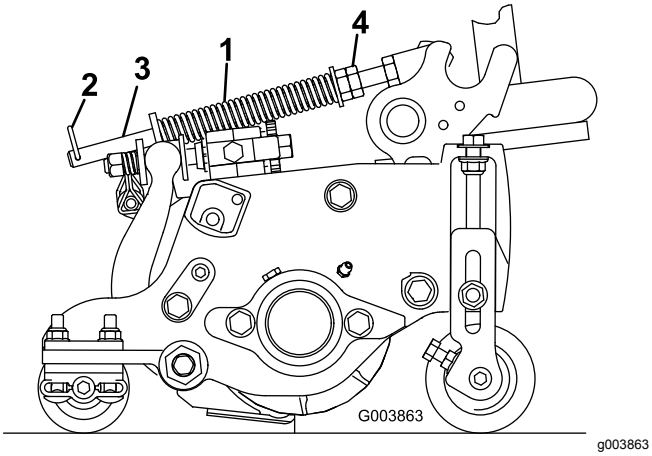

Figuur 15
De gazoncompensatieveer (Figuur 15) zorgt ervoor dat het gewicht van de voorste naar de achterste rol wordt verplaatst. Dit voorkomt dat er een golfpatroon in de grasmat ontstaat, ook wel bekend als 'bobbing'.
1. Monteer de borgpen in de achterste opening in de veerstang (Figuur 15).
2. Draai de zeskantige moeren op het voorste uiteinde van de veerstang vast totdat de lengte van de samengedrukte veer 15,9 cm bedraagt (Figuur 15).